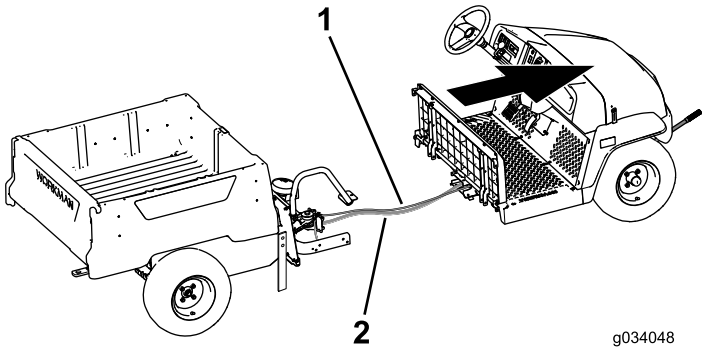

Figure 20
8. Have an assistant help you move the front section forward and away from the rear section (Figure 20).